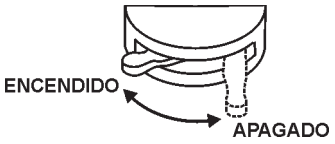

**Figura 58. Interruptor de la batería ENCENDIDO**
2. Coloque el ***interruptor de la batería ENCENDIDO/ APAGADO (ON/OFF)*** (Figura 58) en la posición **ENCENDIDO** ("**ON**").